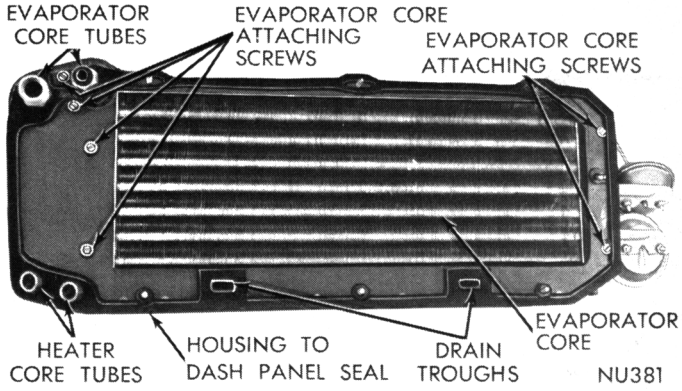

Fig. 69—Evaporator—Back Side of Front Cover
(2) Disconnect suction line and expansion valve from evaporator tubes. Use two wrenches to loosen each of these connections. **Cap all refrigerant openings to prevent the entrance of dirt or moisture.**
(3) Remove steering column cover and remove left spot cooler duct.
(4) Remove glove box and remove center spot cooler, air distribution housing and right spot cooler duct.
(5) From glove box opening, disconnect wires at resistor block and vacuum hoses from recirculating housing actuator.
(6) Unplug antenna wire from radio and place wire out of the way.
(7) From engine compartment remove seven retaining nuts surrounding engine side housing.
(8) Through glove box opening remove retaining nut from housing end of support bracket and swing bracket up out of the way.
(9) Carefully roll housing out from under instrument panel.
(10) Place unit on bench, disconnect actuator rods, remove heat distribution duct, and seperate front cover from evaporator housing by removing eleven screws surrounding the housings.
(11) From the tube side of the evaporator housing, remove six screws and carefully lift out the evaporator (Figs. 69 and 70).